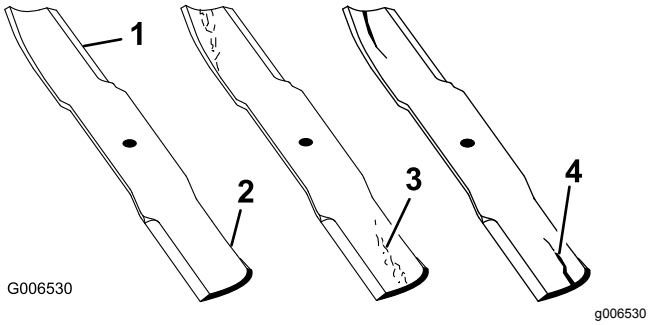

**Figuur 108**
1. Controleer de snijranden (Figuur 108).
4. Als u scheuren, slijtage of groefvorming in dit deel constateert, moet u direct een nieuw mes monteren (Figuur 108).